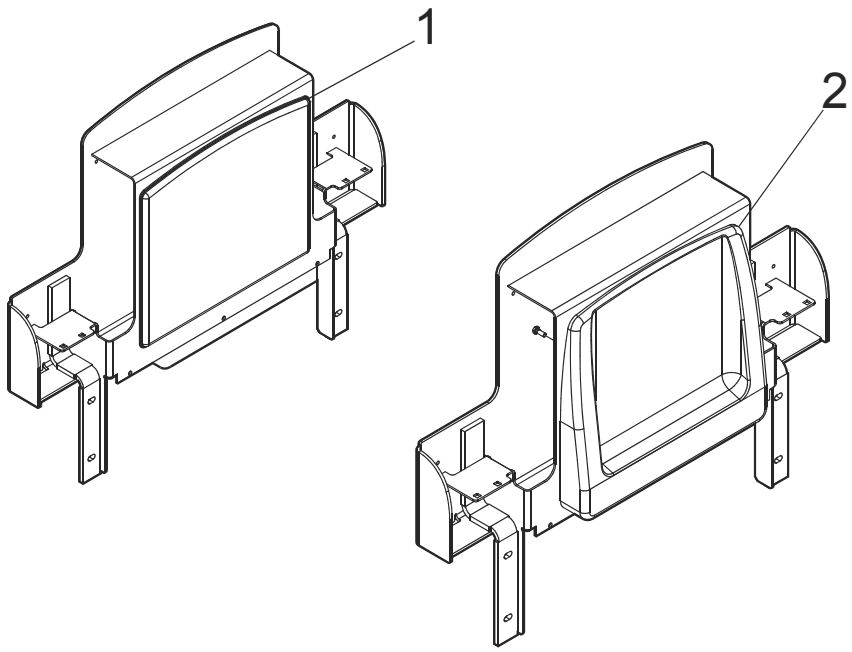

Fig. 18 Fahrersitz
- Entfernen Sie das Polster Fig. 18(1 bzw. 2).